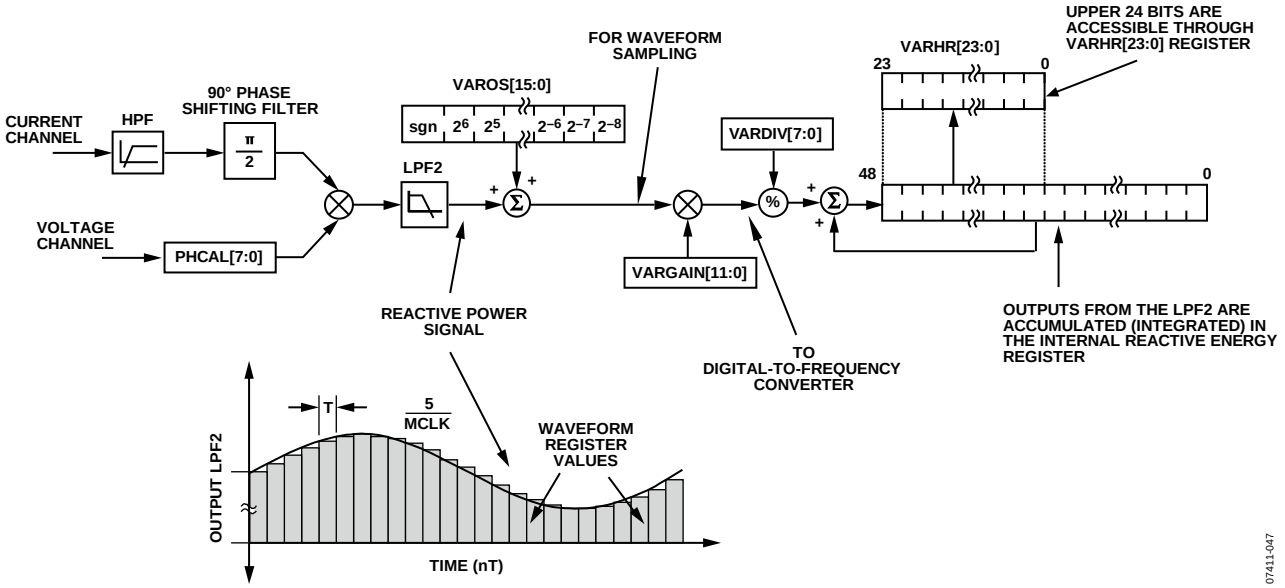

Figure 72. Reactive Energy Calculation
The instantaneous reactive power signal, q(t), is generated by multiplying the voltage and current channels. In this case, the phase of the current channel is shifted by 90°. The dc component of the instantaneous reactive power signal is then extracted by a low-pass filter to obtain the reactive power information (see Figure 72).
Figure 72 shows the signal processing chain for the ADE5169/ADE5569 reactive power calculation. As explained in the Reactive Power Calculation (ADE5169/ADE5569) section, the reactive power is calculated by applying a low-pass filter to the instantaneous reactive power signal. Note that, when reading the waveform samples from the output of LPF2, the gain of the reactive energy can be adjusted by using the multiplier and by writing a twos complement, 12-bit word to the var gain register (VARGAIN, Address 0x1E[11:0]). Equation 23 shows how the gain adjustment is related to the contents of the var gain register.
The ADE5169/ADE5569 also incorporate a reactive power offset register (VAROS, Address 0x21). This is a signed, twos complement, 16-bit register that can be used to remove offsets in the reactive power calculation (see Figure 72). An offset can exist in the reactive power calculation due to crosstalk between channels on the PCB or in the IC itself. The offset calibration allows the contents of the reactive power register to be maintained at 0 when no power is being consumed.
The discrete time sample period (T) for the accumulation register in the ADE5169/ADE5569 is 1.22 µs (5/MCLK). As well as calculating the energy, this integration removes any sinusoidal components that may be in the active power signal. Figure 72 shows this discrete time integration or accumulation. The reactive power signal in the waveform register is continuously added to the internal reactive energy register.
As shown in Figure 72, the reactive power signal is accumulated in an internal 49-bit, signed register. The reactive power signal can be read from the waveform register by setting the WAVMODE register (Address 0x0D) and setting the WFSM bit (Bit 5) in the Interrupt Enable 3 SFR (MIRQENH, Address 0xDB). Like the current and voltage channel waveform sampling modes, the waveform data is available at sample rates of 25.6 kSPS, 12.8 kSPS, 6.4 kSPS, and 3.2 kSPS.